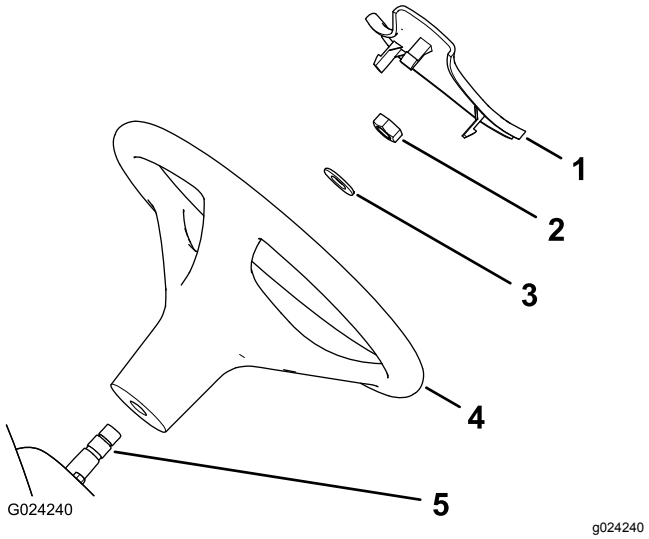

Figur 3
1. Hvis dekselet er montert, må du fjerne det fra rattet (Figur 3).
2. Fjern mutteren fra styreakselen (Figur 3).
3. Før rattet og skiven inn på rattstammen (Figur 3).
5. Monter dekselet på rattet (Figur 3).